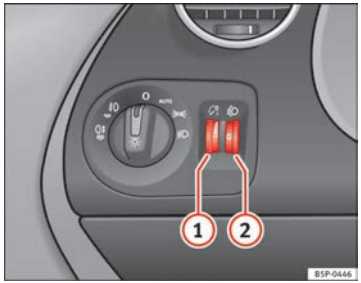

Fig. 74 Dash panel: regulation for instrument and switch lighting and headlight range control
When the headlights are switched on, the brightness of the instruments and switch lighting can be regulated to suit your requirements by turning the thumb wheel ⇒ Fig. 74 (1).